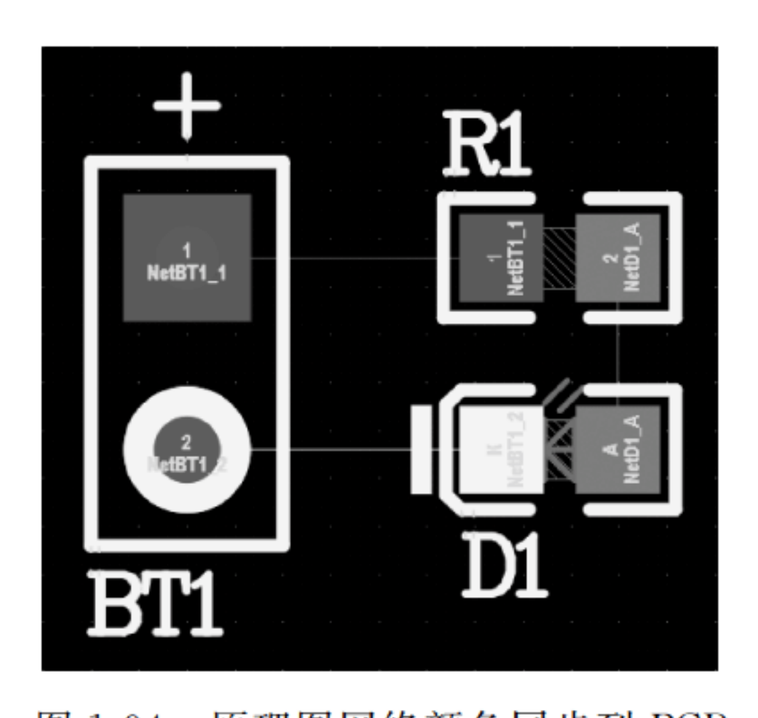

图 1-94　原理图网络颜色同步到 PCB
(3) 原理图检查无误后,导入 PCB 中,即可完成原理图和 PCB 网络颜色同步,如图 1-94 所示。